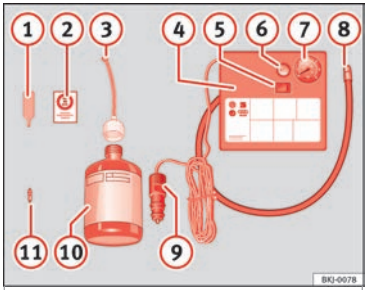

**Fig. 75** Standard representation: contents of the anti-puncture kit.
- Unscrew the tyre valve cap and insert. Use the ››› **Fig. 75** ① tool to remove the insert. Place it on a clean surface.
- Shake the tyre sealant bottle vigorously ››› **Fig. 75** ⑩.
- Screw the inflator tube ››› **Fig. 75** ③ into the sealant bottle. The bottle's seal will break automatically.
- Remove the lid from the filling tube ››› **Fig. 75** ③ and screw the open end of the tube into the tyre valve.
- Place the insert back into the tyre valve using the tool ››› **Fig. 75** ①.
- Screw the compressor tyre inflator tube ››› **Fig. 75** ⑧ into the tyre valve.
- Check that the air bleed screw is closed ››› **Fig. 75** ⑥.
- Insert the connector ››› **Fig. 75** ⑨ into the vehicle's 12-volt socket ››› **page 160**.
- Turn the air compressor on with the ON/OFF switch ››› **Fig. 75** ⑤.